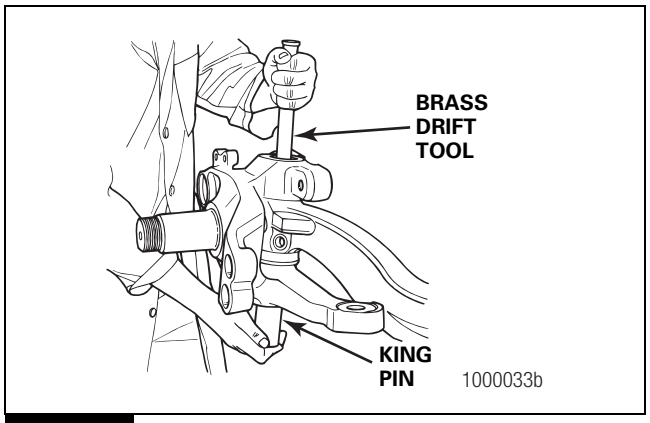

Figure 4.23
A. Use a hammer and brass drift to remove the king pins from the knuckle. Figure 4.23.